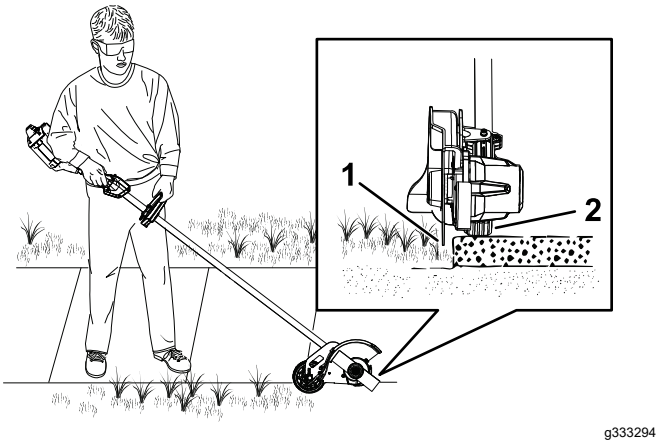

Figura 12
2. Retire los 2 tornillos que sujetan el patín al cortabordes (Figura 12).